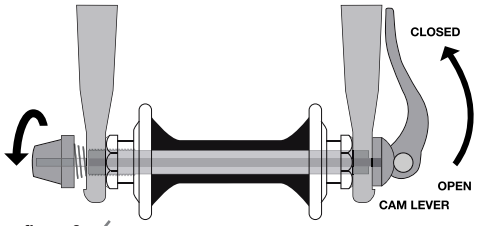
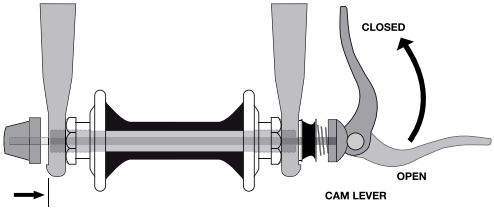

figure 9a
figure 9b
A hollow axle with a shaft ("skewer") running through it which has an adjustable tension nut on one end and an over-center cam on the other (figures 9a and 9b):
There are currently two types of over-center cam wheel retention mechanisms: The traditional over-center cam (figure 9a) and the cam-and-cup system (figure 9b). Both use an over-center cam action to clamp the bike's wheel in place. Your bicycle may have a cam-and-cup front wheel retention system and a traditional rear wheel cam action system.
1. Adjusting the traditional cam action mechanism (figure 9a):
2. Adjusting the cam-and-cup mechanism (figure 9b):
a. If your bike has cam action front wheel retention, move the cam lever so that it curves away from the wheel (figure 9b). This is the OPEN position. If your bike has a through bolt or bolt-on front wheel retention, go to the next step.
b. With the steering fork facing forward, insert the wheel between the fork blades so that the axle sits firmly at the top of the fork dropouts. The cam lever, if there is one, should be on the rider's left side of the bicycle (figure 9a and 9b). If your bike has a clip-on type secondary retention device, engage it.
c. If you have a traditional cam action mechanism: hold the cam lever in the ADJUST position with your right hand and tighten the tension adjusting nut with your left hand until it is finger tight against the fork dropout (figure 9a). If you have a cam-and-cup system: the nut and cup (figure 9b) will have snapped into the recessed area of the fork dropouts and no adjustment should be required.
a. With a cam action system, move the cam lever upwards and swing it into the CLOSED position (figure 9a and 9b). The lever should now be parallel to the fork blade and curved towards the wheel. To apply enough clamping force, you should have to wrap your fingers around the fork blade for leverage, and the lever should leave a clear imprint in the palm of your hand.
d. With a cam action mechanism, move the quick-release lever to the OPEN position (figure 9b). With a through bolt or bolt on mechanism, loosen the fastener(s) with an appropriate wrench, lock lever or integral lever; then push the wheel forward far enough to be able to remove the chain from the rear sprocket.
a. With a cam action system, move the cam lever to the OPEN position (see figures 9a and 9b). The lever should be on the side of the wheel opposite the derailleur and freewheel sprockets.
f. With a cam action system, move the cam lever upwards and swing it into the CLOSED position (figures 9a and 9b). The lever should now be parallel to the seat stay or chain stay and curved toward the wheel. To apply enough clamping force, you should have to wrap your fingers around the fork blade for leverage, and the lever should leave a clear imprint in the palm of your hand.
Some bikes are equipped with a cam action seat post binder. The seat post cam action binder works exactly like the traditional wheel cam action fastener (Section 5.A.2 "Wheels with Cam Action Systems") While a cam action binder looks like a long bolt with a lever on one end and a nut on the other, the binder uses an over-center cam action to firmly clamp the seat post (see figure 9a).